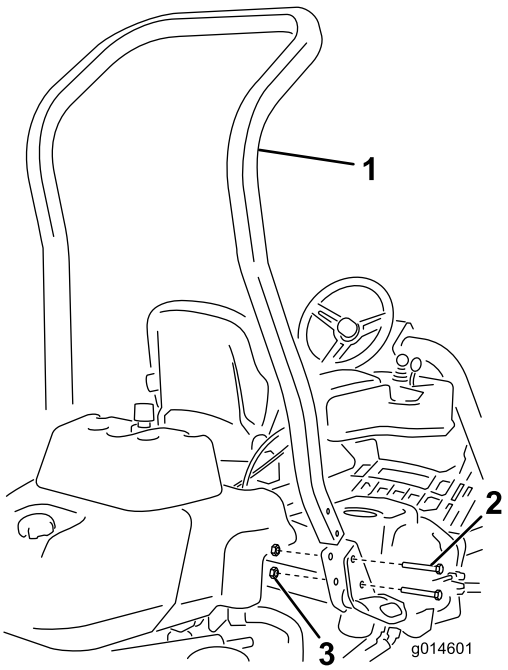

Figuur 3
3. Monteer de rolbeugel met behulp van 4 bouten (1/2 x 3-3/4 inch) en vier flensmoeren (1/2 inch) in de vakken aan weerszijden van de machine (Figuur 3).